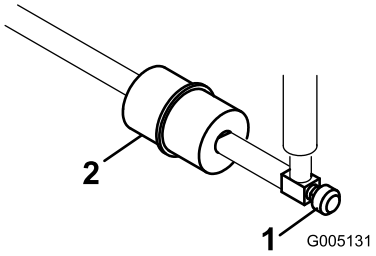

**Figur 50**
Det sitter ett inlinefilter i bränsleledningen mellan bränsletanken och förgasaren (Figur 50). Byt ut filtret var 800:e körtimme eller tidigare om bränsleflödet begränsas. Se till att pilen på filtret pekar bort från bränsletanken.
1. Stäng bränslekranen, lossa slangklämman på filtrets förgasarsida och ta bort bränsleledningen från filtret (Figur 50).
2. Sätt ett uppsamlingskärl under filtret, lossa den sista slangklämman och ta bort filtret (Figur 50).